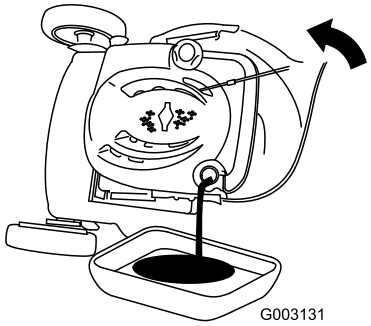

Figuur 38
3. Kantel de machine op de zijkant (met het luchtfilter naar boven) om de oude olie via de vulbuis weg te laten lopen (Figuur 38).